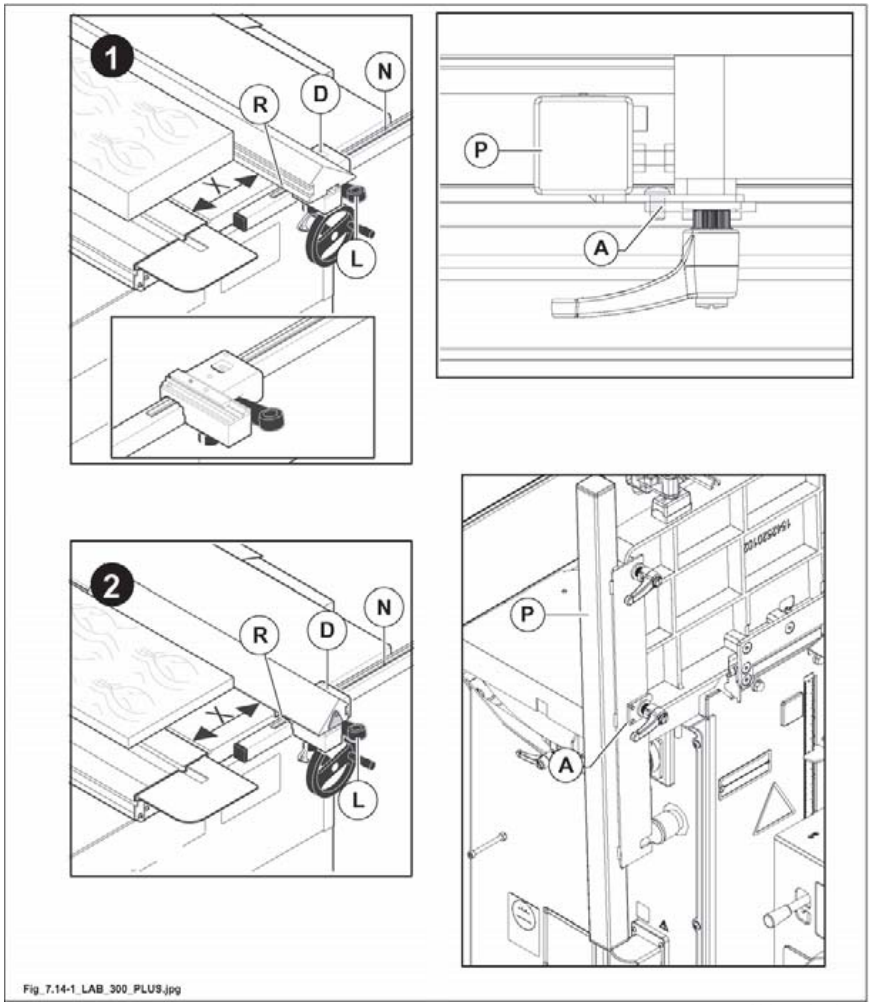

Abb. 7.14-1
2) Parallelanschlag (D Abb. 7.14-1) durch Griff (L Abb. 7.14-1) lösen und so verschieben, dass ein Wert (z.B. X=200 mm) zwischen der dem Sägeblatt zugewandten Kante des Lineals (R Abb. 7.14-1) und Millimeterlineal (N Abb. 7.14-1) abgelesen wird.
4) Falls die richtige Stellung eingestellt werden muss, lockert man die Befestigungsschrauben (A Abb. 7.14-1) und positioniert den Schlauch (P Abb. 7.14-1) neu dass dasgleiche vorher gemessene Mass auf der Kante (R Abb. 7.14-1) des Lineals abgelesen wird.
5) Anschlageinheit durch Griff (L Abb. 7.14-1) blockieren.